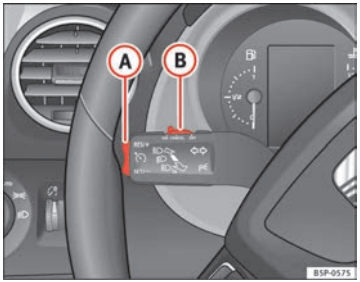

Fig. 151 Turn signal and main beam headlight lever: switch and rocker switch for the cruise control
– Press the lower part **SET/-** of the rocker switch ⇒ fig. 151 (A) once briefly when you have reached the speed you wish to set.